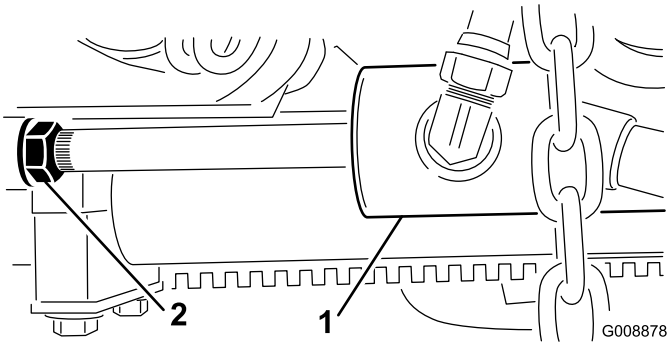

Figur 13
B. Drej kontramøtrikken på cylinderen tilbage (Figur 13).